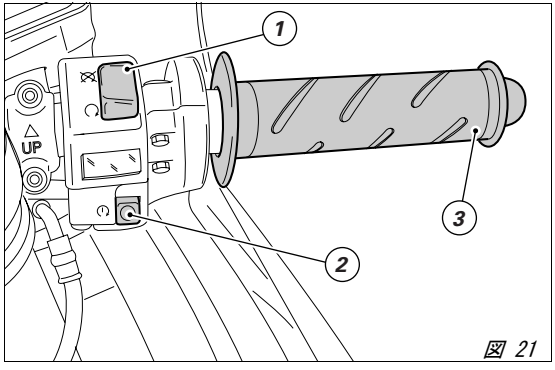

図 21
**ハンドルバー右側スイッチ**（図 21）
**スロットルグリップ**（図 21）